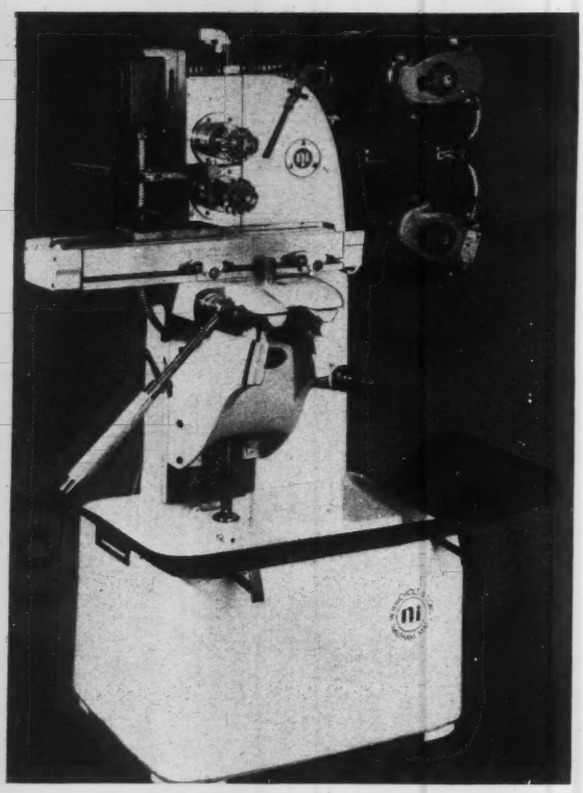

*Fig. 1—Above—Sliding-head hand miller set up for producing a special short coupling shaft*
*Fig. 1—Above—Designed for indicating and recording pressure fluctuations in hydraulic systems, the Hydrauliscope can point the way to improved hydraulic circuit design*